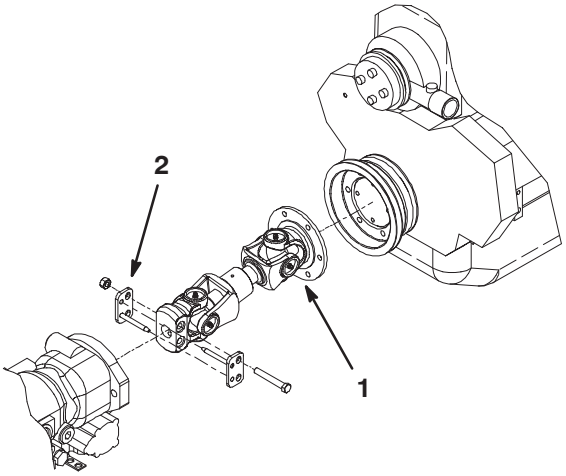

Figure 1
3. Mount the new driveshaft to the engine with the capscrews and washers previously removed (Fig. 1). Torque the capscrews to 38–42 ft–lbs.
4. Insert the drive shaft onto the splined pump shaft and loosely secure with driveshaft keepers, bolts and nuts as shown in figure 1. Do not tighten.